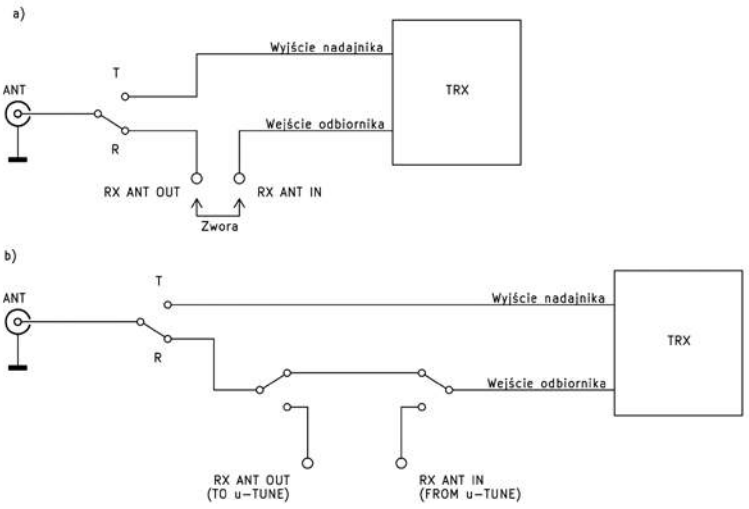

**Rys. 3. Uproszczony schemat blokowy transceivera wyposażonego w złącza RX Ant In i RX Ant Output**
stronach pętli promieniuje ona falę z polaryzacją poziomą a dobór punktu zasilania (element 7) na elementach pionowych (odległości od elementu 1) pozwala na uzyskanie impedancji wejściowej 50 Ω. Podział anteny na elementy konstrukcyjne i rozkłady prądów przedstawia **rysunek 3**, a wygląd anteny – **fotografia 7**. Wymiary anteny wykonanej z rurek o średnicy 12 mm dla pasm 4 i 6 m zawiera **tabela 7**. Do jej zasilania służy dławik symetryzujący jak w antenie pierwszej. W zakresie 70,0–70,5 MHz WFS leży poniżej 1,2.
| Segmenty (numeracja wg rys. 3) | Długość dla pasma 70 MHz [mm] | Długość dla pasma 50 MHz [mm] |
**Rysunek 3** przedstawia uproszczony schemat, pokazujący, jak wyżej wspomniane wejścia/wyjścia są połączone wewnątrz transceivera. Kiedy nie podłączamy do transceivera ani zewnętrznego odbiornika, ani zewnętrznej anteny odbiorczej, RX Ant Out i RX Ant In są ze sobą zwarte albo za pomocą zewnętrznej zwory na